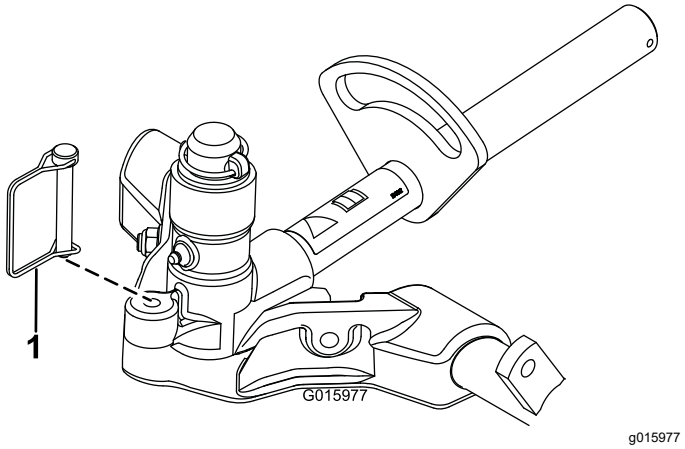

图 17
12. 要锁定固定滚刀组的转向用锁扣销 图 17 将轴轭固定到承载架上。